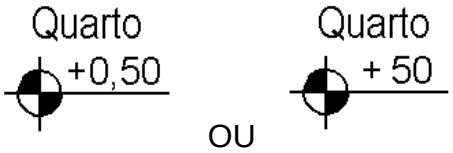

FIGURA 4
C.1.9) Cotas de Nível de Piso: As cotas de nível de piso deverão ser indicadas em metros (conforme ABNT) ou em centímetros, acompanhadas de sinal positivo ou negativo e tendo como referência uma R.N. 0,00, localizada no ponto de interseção entre o alinhamento do lote e a divisa lateral que possuir o nível mais baixo (VER FIGURA 20). Convém amarrar a Referência de Nível 0,00 à cota altimétrica quando esta for apresentada ou mesmo relevante para o projeto (evita-se trabalhar com outros sistemas de níveis que dificultam a leitura). A indicação de cotas de níveis nas extremidades do terreno e nas áreas externas é obrigatória, sobretudo quando explicitam a existência de elementos de transposição de nível (rampas, escadas ou degraus isolados) nos acessos de pedestres e veículos. Sugere-se aplicar a simbologia junto ao nome do cômodo, conforme FIGURA 4: